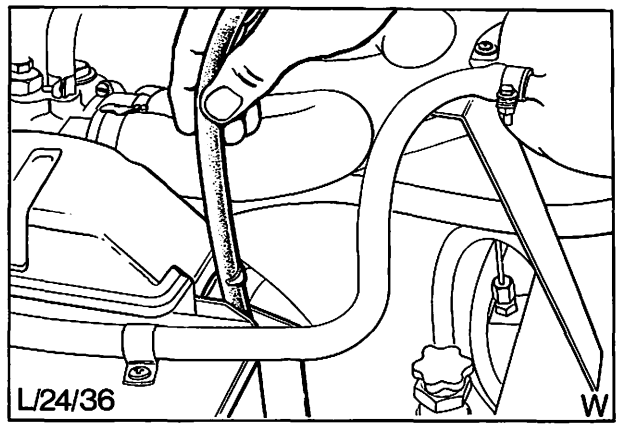
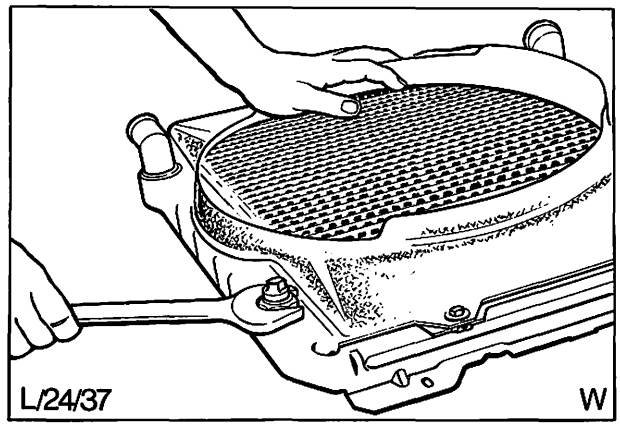

Abb. 65 Entlüftungsschlauch aus den Halteklammern ziehen
Abb. 66 Thermoschalter aus dem Kühler herausschrauben
c) Entlüftungsschlauch (Kunststoff) rechts vom Kühler lösen, Abb. 65.
9. Befestigungsschrauben (4) lösen und Kühler herausheben.
11. Nur Dieselmotor: Wenn der Kühler ausgewechselt werden muß, dann Thermoschalter für die Lüfterkupplung unten aus dem Kühler ausschrauben, Abb. 66.